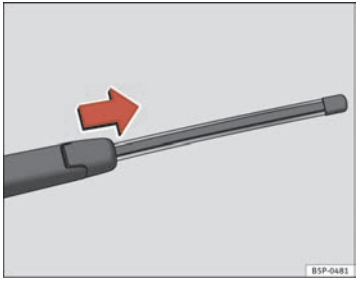

Fig. 185 Remove rear window wiper blade
– Lift the wiper arm away from the glass ⇒ page 236, fig. 185.
– Slide the blade adapter in the direction of the arrow and remove the blade ⇒ page 236, fig. 185.